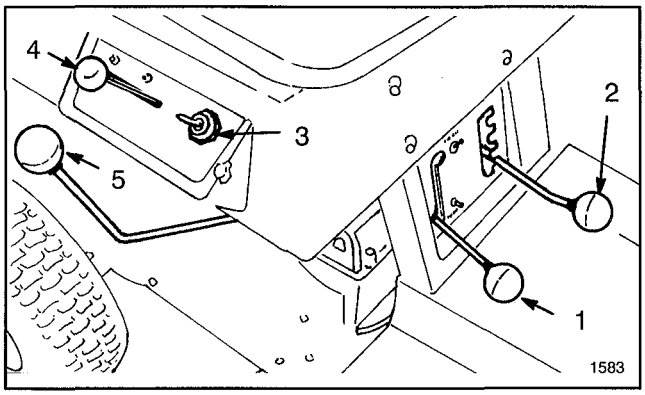

Figure 5
Gear Shift (Fig. 5)—The transmission has five forward speeds, neutral, and reverse. The gear shift lever is located on right side of operator. An interlock switch, which prevents engine from being started when transmission is in gear, is mounted on top of transmission.
Blade Control (Fig. 5)—Blade control engages and disengages the cutter blade. An interlock switch prevents engine from starting when control is in the ENGAGE position. Engine will start when control is in the DISENGAGE position only.
Throttle Control (Fig. 5)—Throttle control connects to and operates carburetor–mounted throttle and choke. Control has three positions: SLOW, FAST and CHOKE.
Height–of–Cut (Fig. 5)—Height–of–cut control varies the cutting height from approx. 1–1/2 to 3–1/2 inches in five increments.
2. Move gear shift into neutral and blade control into DISENGAGE detent (Fig. 5).
3. Move throttle control to CHOKE position (Fig. 5) when starting a cold engine. However, a hot engine requires no choking. Move throttle to FAST position for starting.
4. Rotate ignition key (Fig. 5) to START position. When engine starts, release the key and move throttle between FAST and SLOW if choke was used for starting. Operate the rider with throttle control in FAST (full throttle) position for best performance.
1. Move blade control into DISENGAGE detent (Fig. 5).
2. Move height-of-cut control (Fig. 5) into desired setting.